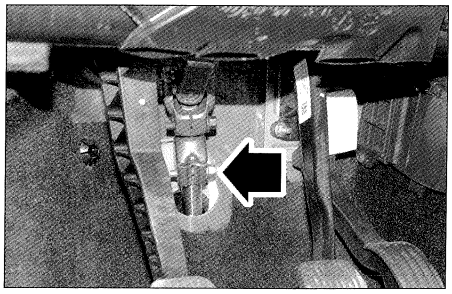

FIG. 6
• Aflojar el tornillo de fijación de columna de dirección en la cremallera **(fig. 6).**